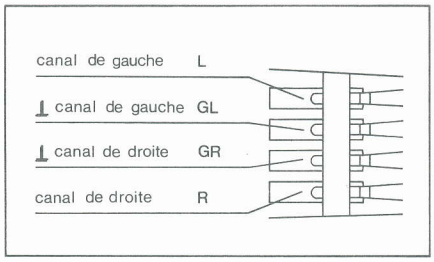

Fig. 13
3. Les connexions sur le porte-cellule et la cellule sont repérées (fig. 13). Reliez les cordons du porte-cellule aux broches de la cellule portant le même repère.